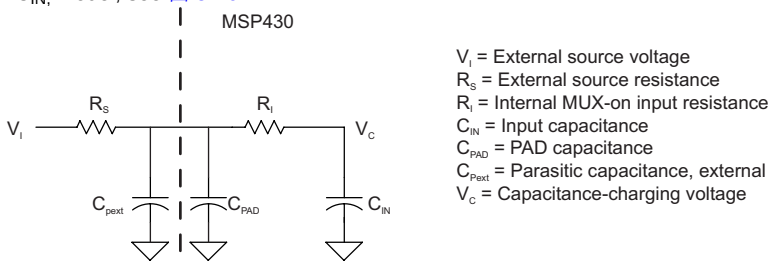

图 5-16. eCOMP Input Circuit
(1) For details on the eCOMP $C_{IN,}$ model , see 图 5-16.
(1) For details on the eCOMP C_{IN}, model, see 图 5-16.